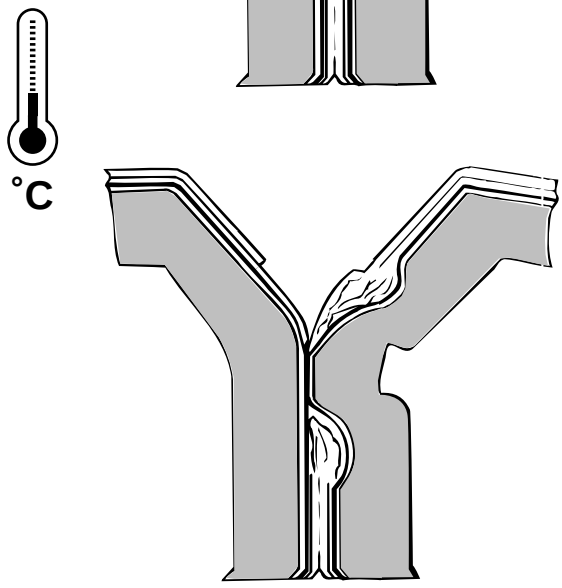

fig. 3
- la soldadura se queda intacta pero se produce un decapado entre las dos capas internas (fig. 3).
Aumentar la potencia del TPIH en pasos de 20 divisiones de la escala y comprobar hasta que se alcancen las condiciones de la fig. 2 o de la fig. 3, ver la sección *Configuración de la potencia de soldadura transversal TPIH*.